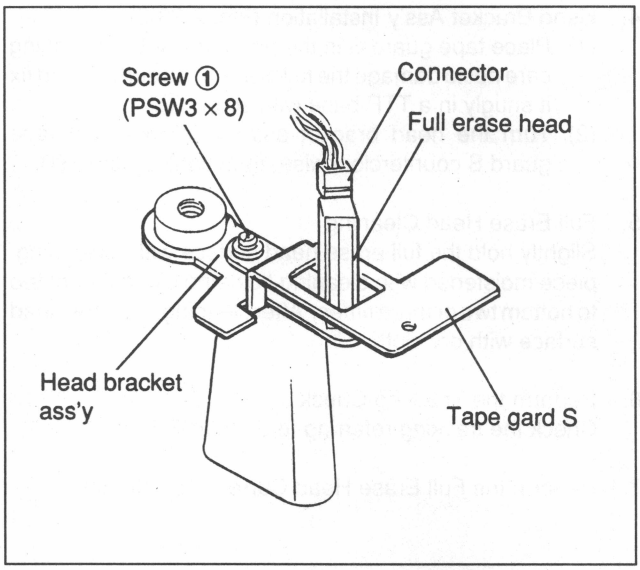

Fig.7-23-1 Bracket Head Ass'y Removal
1. Bracket Head Ass'y Removal (Fig. 7-23-1)